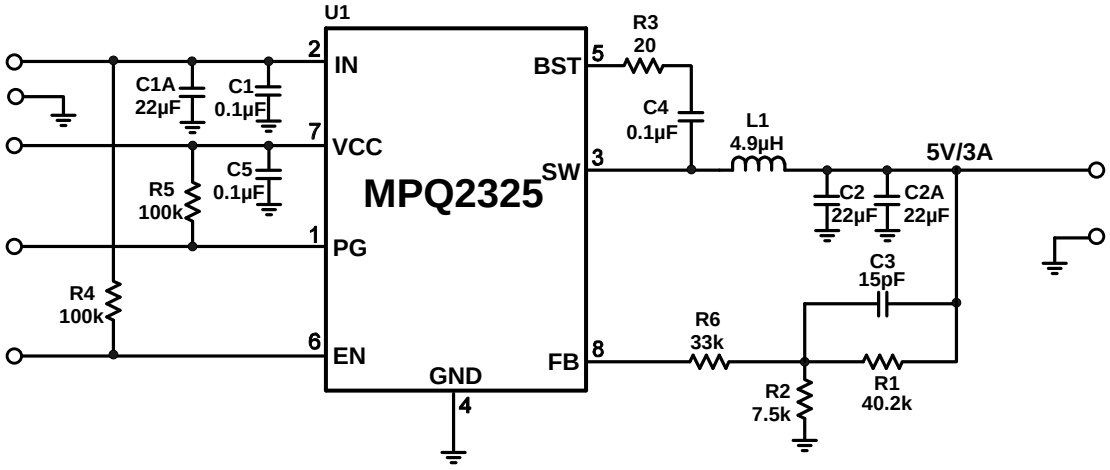
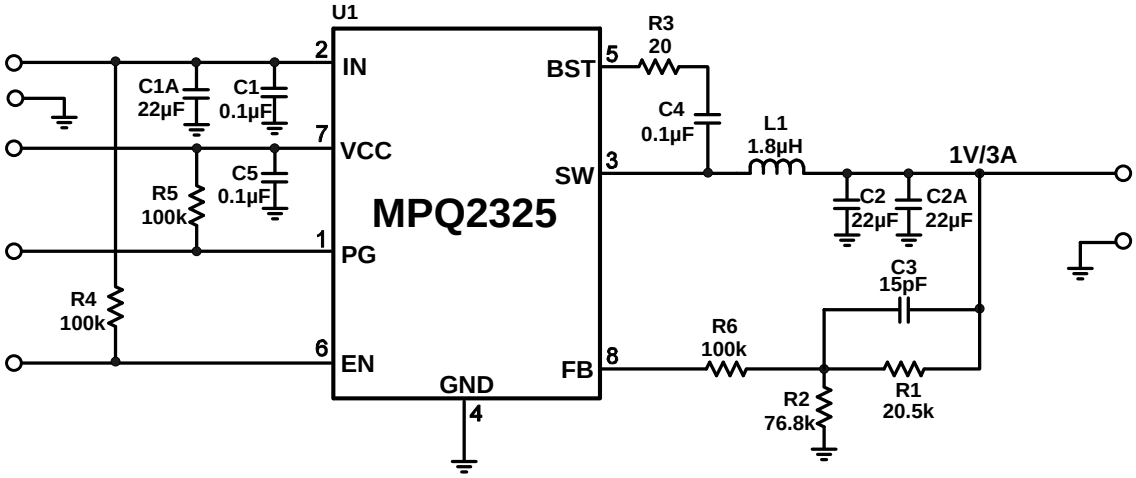

**Figure 8: Vo = 5V, Io = 3A**
**Figure 13: Vo = 1V, Io = 3A**
6) The recommended layout is based on Figure 8 in the Typical Application Circuit section on page 15.
The detailed application schematics are shown in Figure 8 through Figure 13. The typical performance and circuit waveforms are shown in the Typical Performance Characteristics section. For more device applications, please refer to the related evaluation board datasheets.